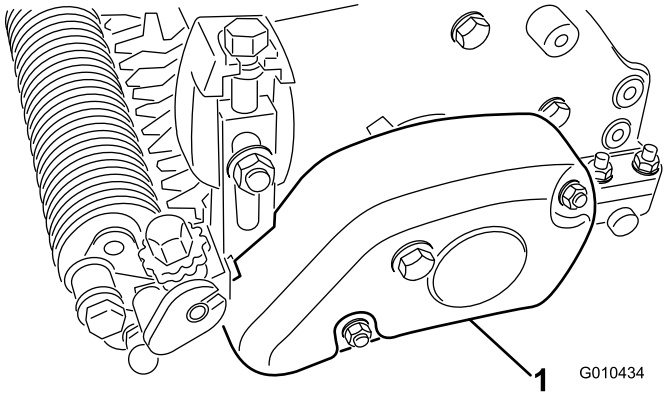

Bild 28
1. Entfernen Sie die Riemenabdeckung vom Groomergehäuse (Bild 28).